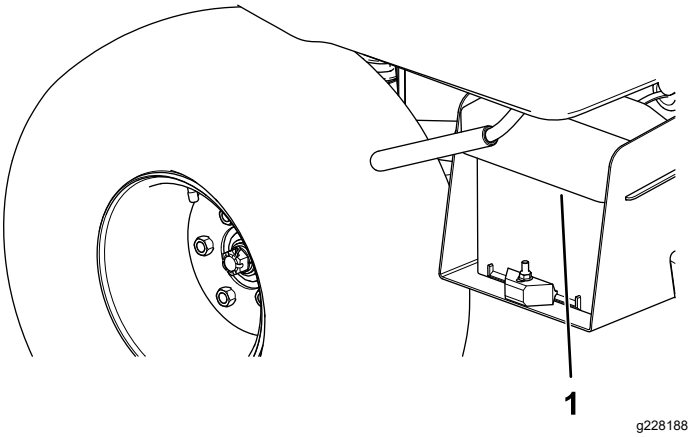

**Figur 4**
1. Klem på batteridækslet for at løsne tapperne fra batteribundpladen (Figur 4).
2. Fjern batteriet fra batteribundpladen (Figur 4).
6. Juster batteridækslet ind efter batteribundpladen (Figur 4).
7. Pres batteridækslet, juster tapperne ind efter batteribundpladen og frigiv batteridækslet (Figur 4).